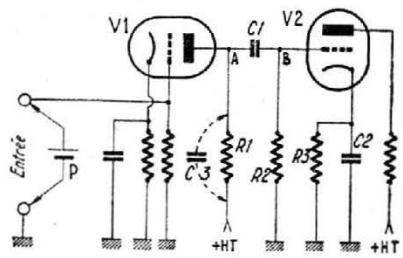

FIG. 8
I. — Considérons, un instant, l'ensemble amplificateur à liaison capacité/résistances, représenté par la figure 8. Une variation de tension grille provoquée par le signal d'attaque appliqué à l'entrée (tube $V_1$) entraîne immédiatement une même variation amplifiée au point A. Si donc nous appliquons à l'entrée une tension fixe positive (par exemple, élément de pile P, de 1,5 V, positif côté grille), le courant va augmenter dans $R_1$ et la tension va baisser au point A. Cette variation doit donc, normalement, être transmise à la grille du tube $V_2$ (point B) par le condensateur de liaison $C_1$. Vais voyons ce qui se passe précisément au point B. La chute de tension du point A qui maintien l'anode à une tension inférieure constante, n'entraîne pas, au point B, une variation de tension qui, par la suite, restera invariable. En fait, la tension au point B n'est fonction en aucune manière de la **tension moyenne** au point A (présence de $C_1$ qui n'est pas traversé par un courant continu). La grille du tube $V_2$ reprendra insensiblement sa tension primitive, car $C_1$ se décharge à travers $R_1$ et $R_2$.
IV. — Avec ces résultats, on ne peut plus simples, nous pouvons déjà tirer les conclusions suivantes (se reporter figure 8) :